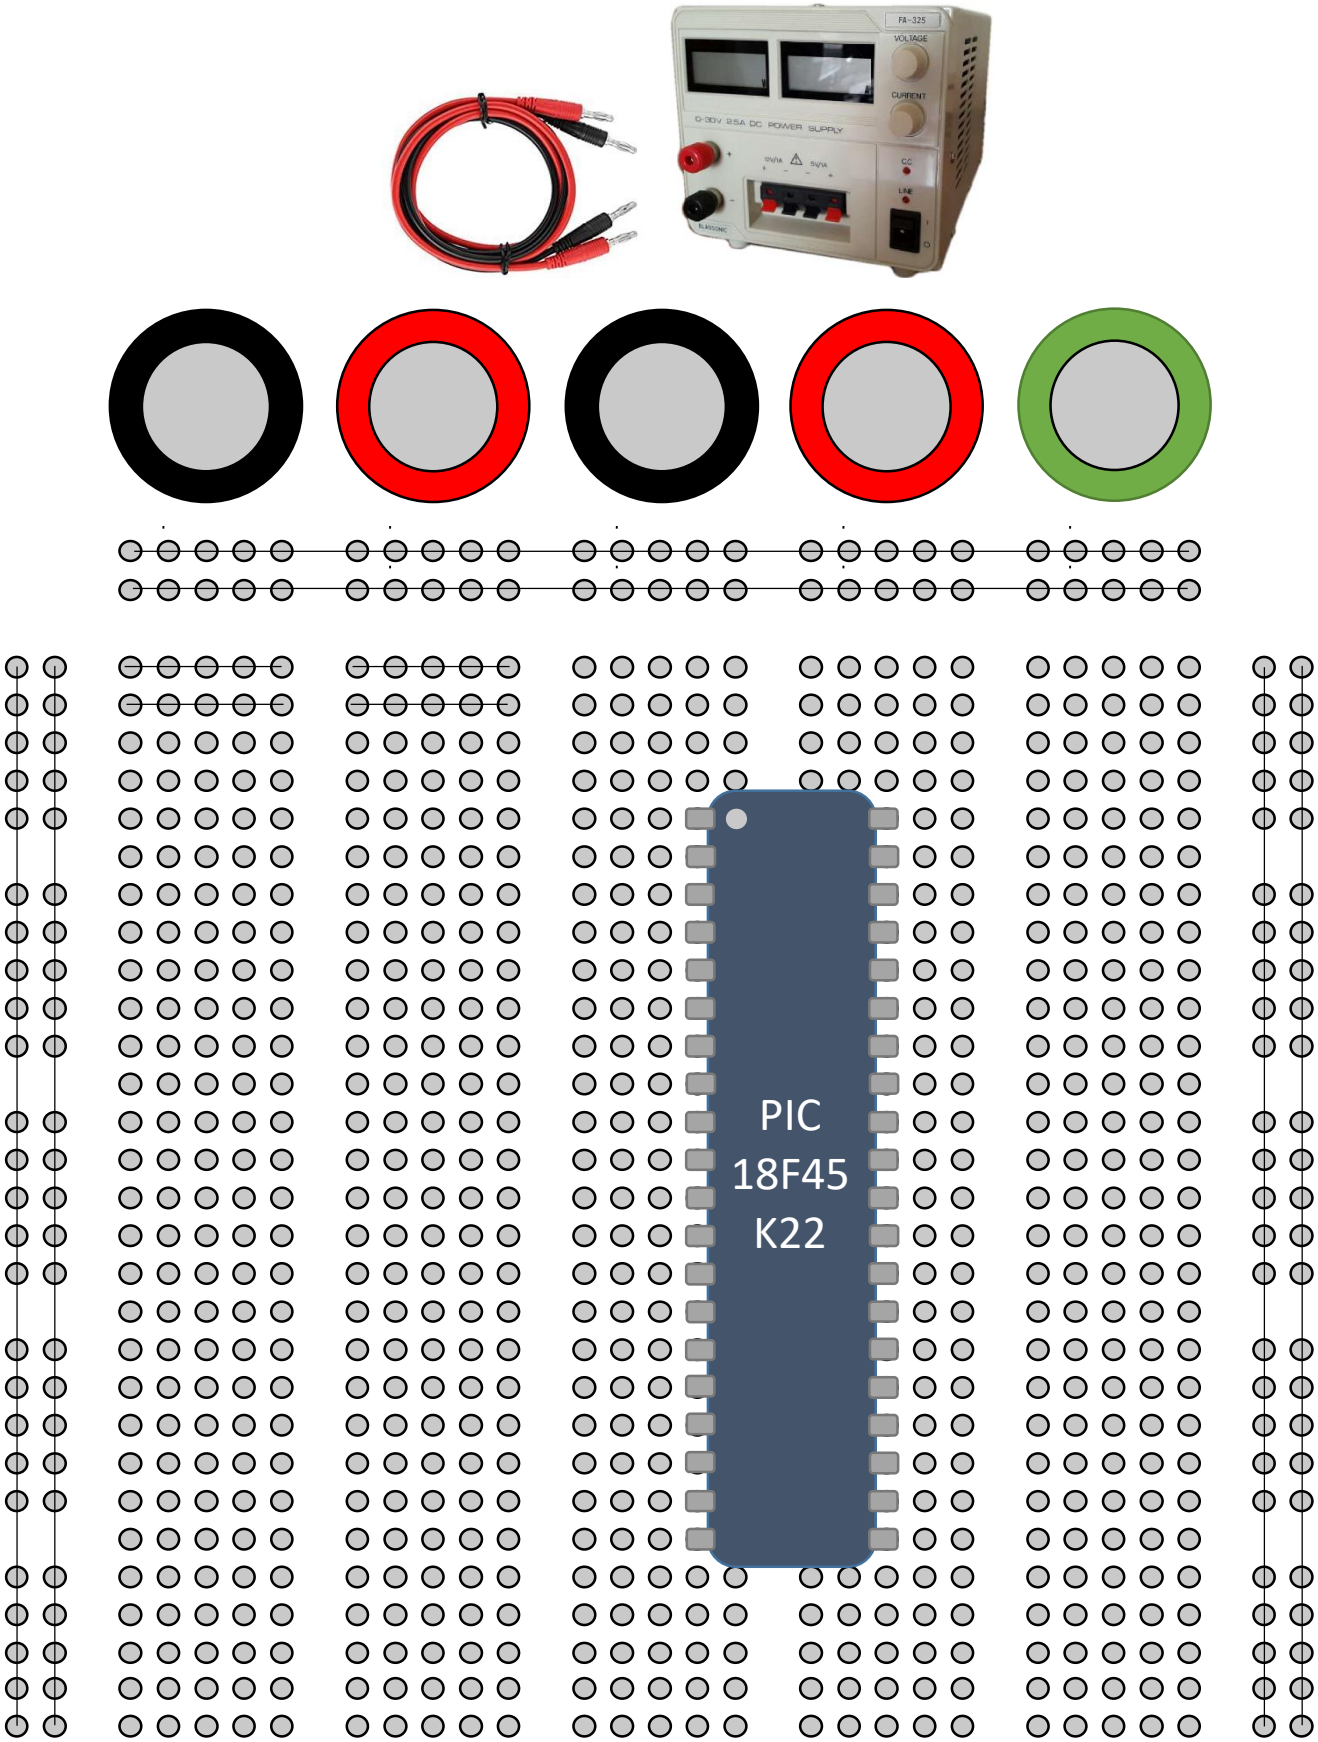

Figura 2. Esquema d'una protoboard per fer les connexions dels circuits.
-Captura de pantalla de la Figura 2 que trobareu a la pàgina següent, amb les indicacions detallades de totes les connexions necessàries per fer funcionar el microcontrolador i els circuits de l'apartat 5.1. No oblideu fer una ullada al punt 1.7 del `resumElectrònica.pdf` on s'expliquen les connexions i l'alimentació del PIC. Assegureu-vos d'incloure les connexions dels 4 circuits als pins correctes (no confongueu la distribució de pins del PIC del Proteus amb la del PIC real que apareix a la Figura 2). Organitzeu les connexions de forma que sigui fàcil el muntatge dels circuits al laboratori.